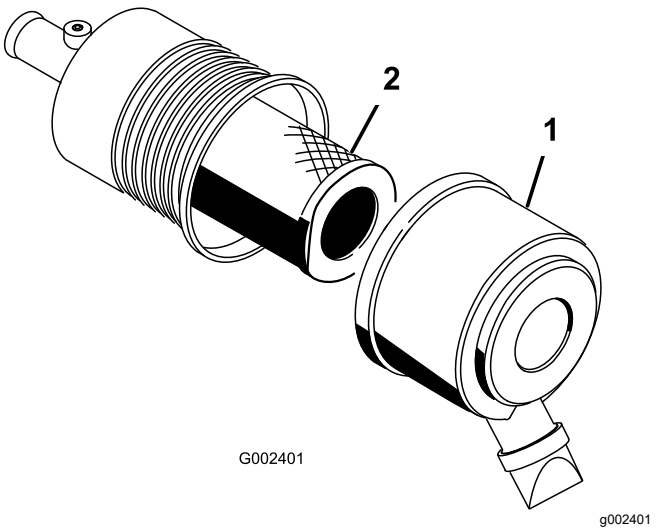

Figur 52
2. Lossa spärrhakarna som fäster luftrenarkåpan på luftrenarhuset (Figur 52).
3. Ta bort kåpan från luftrenarhuset (Figur 52).
5. Ta bort och byt ut filtret (Figur 52).